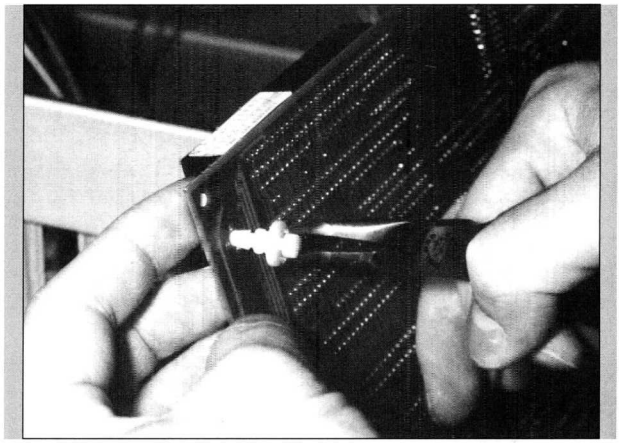

Abb. 3.47: *Motherboard-Abstandhalter aus Kunststoff (Schritt 5)*
5. Ebenfalls zum Lieferumfang eines Gehäuses gehören Abstandhalter aus meist weißem Kunststoff, die zunächst in die dafür vorgesehenen Löcher im Motherboard gesteckt werden müssen. Um Abstandhalter anzubringen, wird kein Werkzeug benötigt. Lediglich das Entfernen derselbigen erfordert ein wenig Geschick. Beim Ausbau müssen zwei Widerhaken mit einer Zange zusammengedrückt werden. Die üblichen Positionen der Abstandhalter sind in Abbildung 3.47 zu sehen.